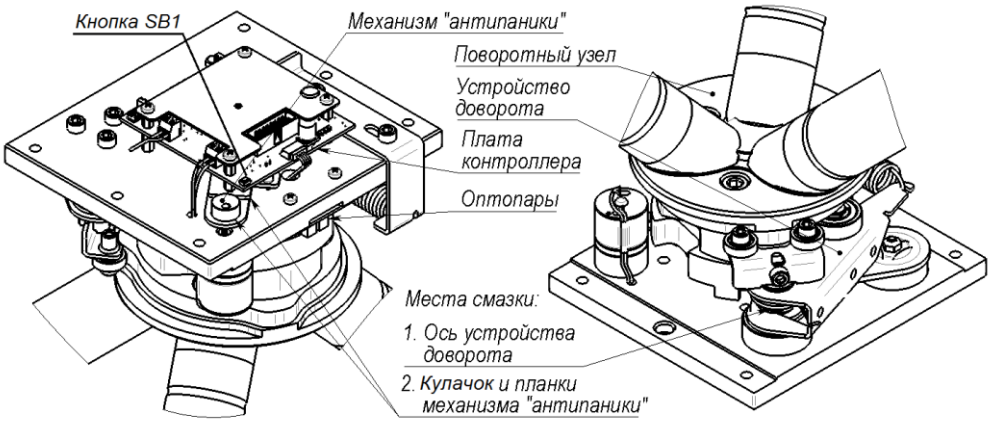

Рис.7 Расположение узлов и деталей трения. Места смазки
В случае, если фиксации планок не происходит (механизм «антипаники» разрегулировался), необходимо повторно с пульта управления включить режим «Антипаника» и после этого установить планки в рабочее положение. При отсутствии пульта, на плате контроллера турникета предусмотрена кнопка SB1 (см. рис.7 и 8). Короткими нажатиями кнопки SB1 необходимо отрегулировать механизм «антипаники» - привести кулачок в положение согласно рисунка справа.
- выполните смазку следующих узлов трения (см. рис.7), смазка – «Литол» или аналогичная: